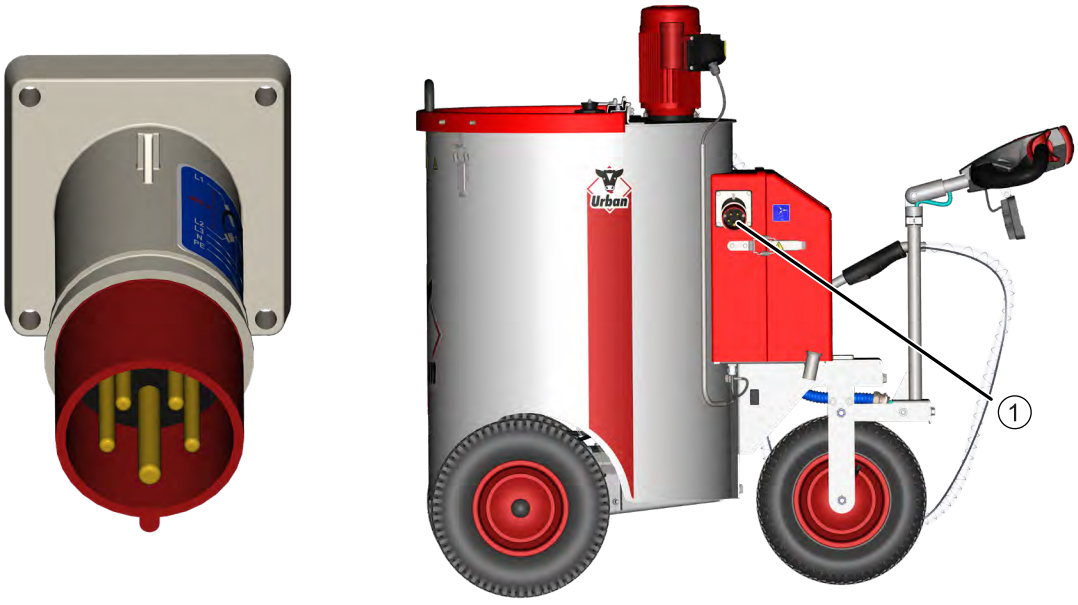

Bild 17: Anschlussbeispiel, CEE rot, 5-polig (400 V AC)
4. Verbinden Sie das andere Ende des Anschlusskabels mit der Anschlussdose ① des MilkShuttles (siehe „Bild 17: Anschlussbeispiel, CEE rot, 5-polig (400 V AC)“ auf Seite 30.)